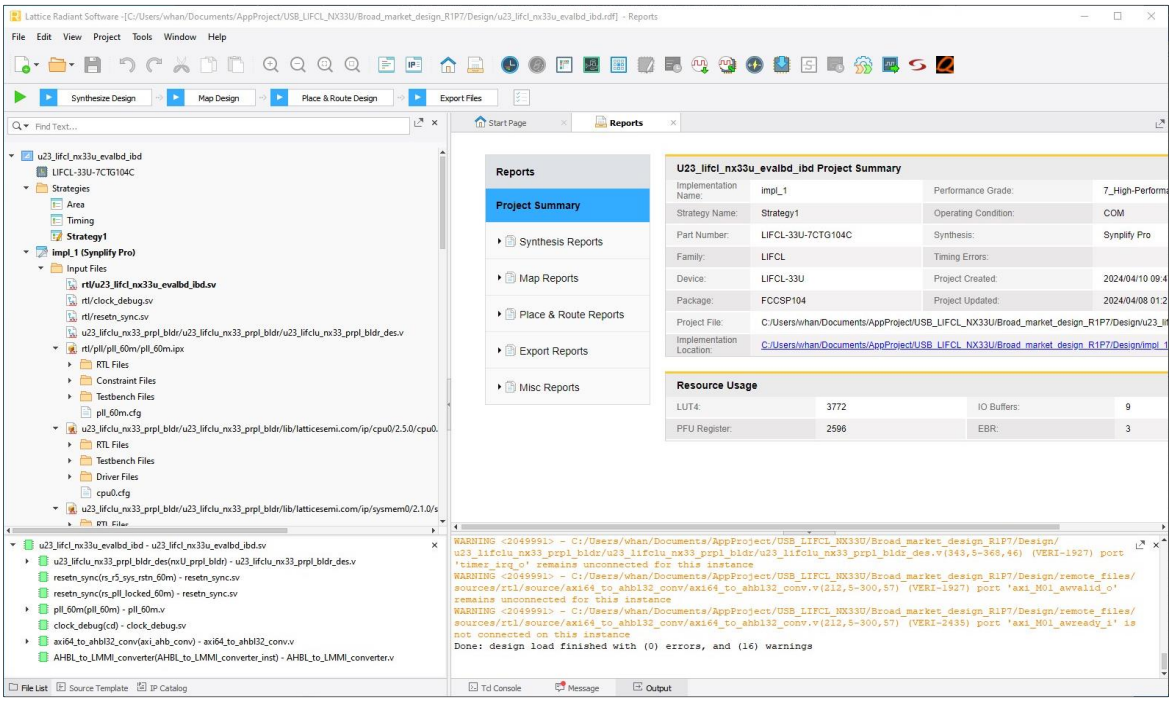

Figure 5.13. Open the Radiant Design
2. Open the Radiant project file *u23_lifcl_nx33u_evalbd_ibd.rdf* from the *./Design/* folder, as shown in Figure 5.13. The design should have no errors but there are 16 warnings due to some unused signals from some instance. The warnings should not affect the design compilation and bitstream generation.